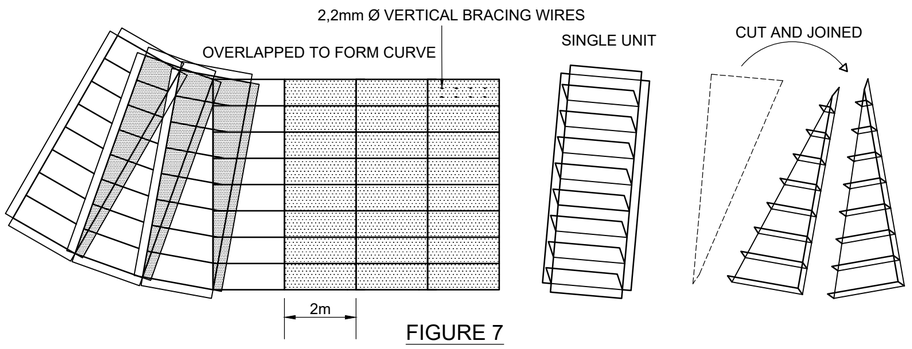

FIGURE 7
4.2 MATTRESSES CAN BE CUT IN TWO WAYS TO FIT CURVES : BY DIVIDING IT DIAGONALLY TO FORM TRIANGULAR SECTIONS AND THE OPEN SIDE OF ONE SECTION BUTT-JOINED TO THE INTACT SIDE OF THE NEXT SECTION; OR WHOLE UNASSEMBLED FLAT UNITS ARE PLACED IN SEQUENCE AND OVERLAPPED TO SUIT THE CURVE. IN THE CASE OF THE LATTER, THE SIDES OF THE UNITS LAYING ON TOP ARE RAISED AND THE DIAPHRAGMS ARE CUT ALONG THE LINES OF THESE SIDES AND PULLED UPRIGHT. ASSEMBLY THEN PROCEEDS AS NORMALLY (FIGURE 7).